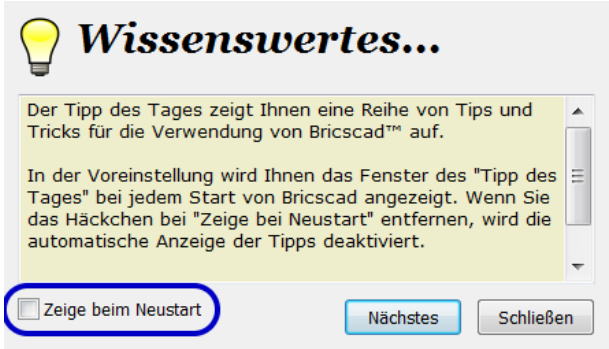

Bild 2.14 – *Wissenswertes* deaktivieren (auch wenn's weh tut.)
- Nach dem Öffnen einer Zeichnung erscheint der Dialog *Wissenswertes*. Auch hier sollte man das Häkchen für *Zeige beim Neustart* deaktivieren und dann auf *Schließen* klicken (Abb. 2.14).